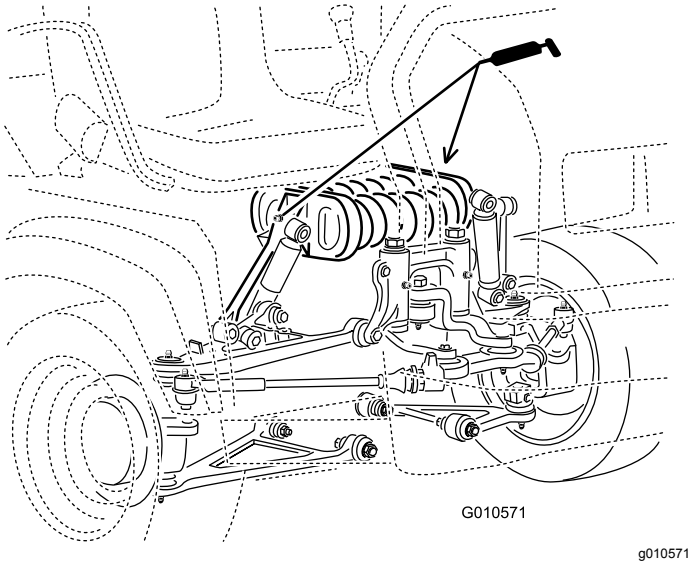

Figura 30
- **Braccio di spinta (2)**; fate riferimento alla Figura 30